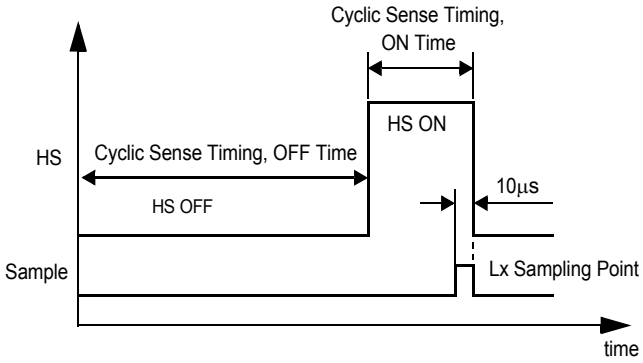

Figure 30. HS Operation When Cyclic Sense Is Selected
- TIM2—Selects an appropriate timing for sensing the wake-up circuitry or cyclically supplying devices by switching the HS on or off. TIM2 is selected when bit D3 is 1 (Table 32). Figure 30, page 54, describes HS operation when cyclic sense is selected Cyclic sense timing characteristics are described in Table 34, page 54.